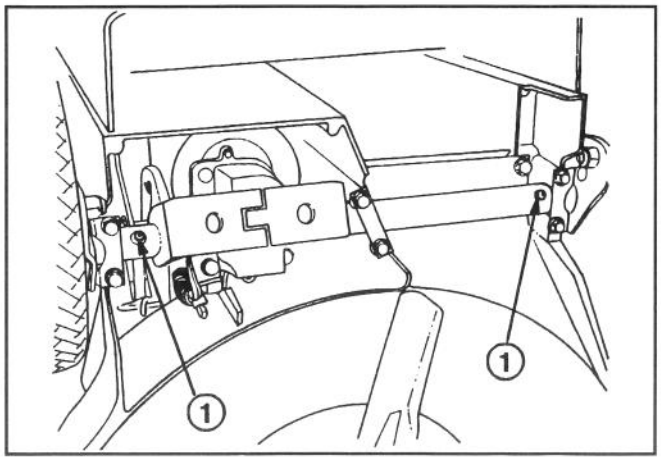

Abbildung 25
3. Den Mäher auf die höchste Schnitthöle einstellen (E).
4. Den Mäher nach linkes kippen. Alle Schmiernippel mit einem Lappen sauberwischen (Abb. 25). Eine Fettpresse